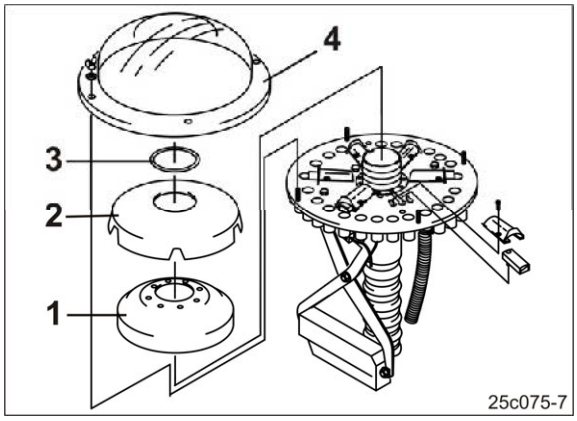

**Fig. 268**
13. Reposez la garniture en mousse (Fig. 268/1).
14. Reposez le capot intérieur (Fig. 268/2).
15. Reposez la bague (Fig. 268/3).
16. Reposez le capot extérieur (Fig. 268/4).